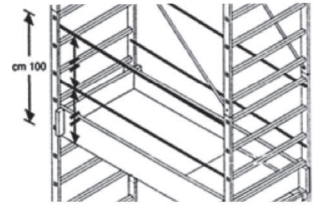

Fig. 3
4. Con el andamio anclado a la pared, en caso de que se ubique en puntos diferentes del escalón anterior al antepenúltimo del módulo terminal, introducir barras parapeto con los respectivos refuerzos como muestra la fig.3.